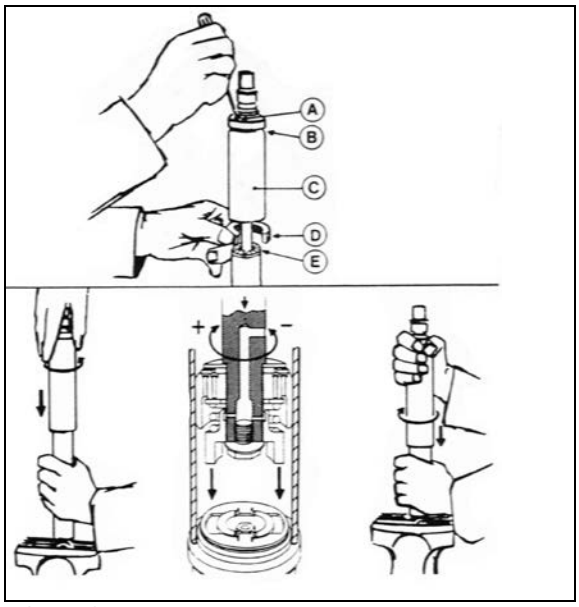

FIGURE 31: DAMPER 18643
To adjust opening and closing cycle speed on damper (Figure 31):
the recesses of the foot valve assembly (Figure 31).
In Figure 31*, if there is an indentation (B) in the dust cap (C) and the cover shows two holes (A), the damper is fitted with a bump rubber (D). If so, fully extend the damper and insert a round bar or screwdriver through the holes. Push the bump rubber down and remove. Remove the split plastic collar (E) (if fitted) from the piston rod.*
*Where a bump rubber was installed, refit same inside the dust cap and by fully closing the damper, the rubber will seat again at top of the dust cap. Refit the split plastic collar E (*Figure 31*).*